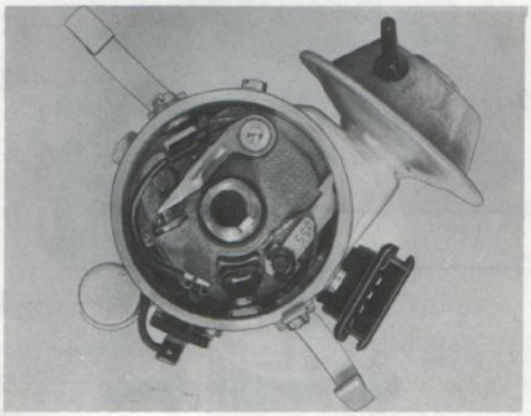

Bild 117. Urtag för justering av brytarkontakter
2. Justeringen sker genom att lossa lite på låsskruven och därefter sätta en skruvmejsel i urtagen, bild 117, och vrida tills slutningsvinkeln är korrekt. Dra därefter fast låsskruven.